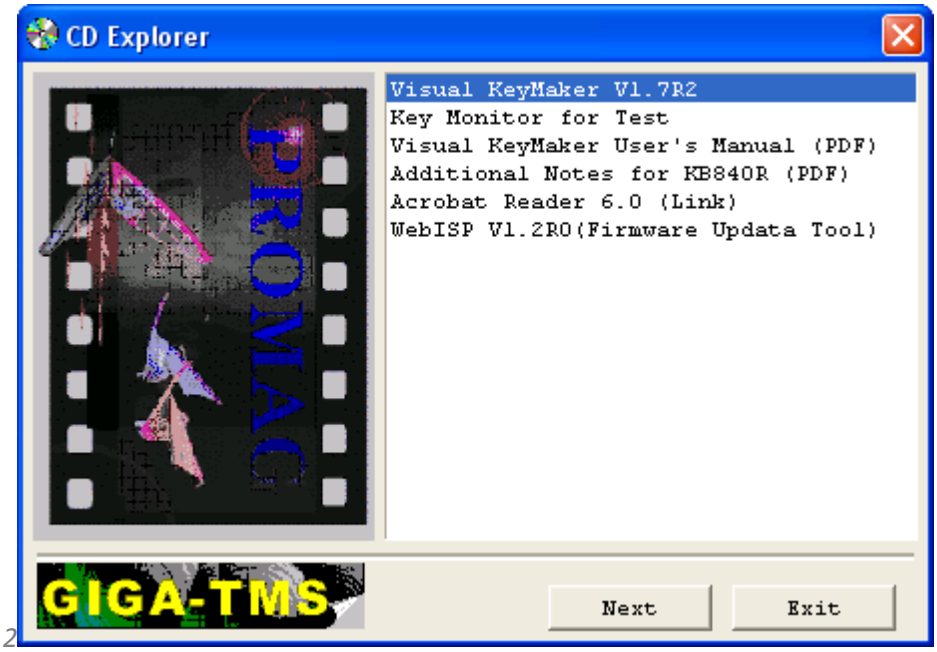

Figure 8.9-3. CD Explorer
3. Select the value «Visual KeyMaker» from the list of available items and then click «Next» (Figure 8.9-3).